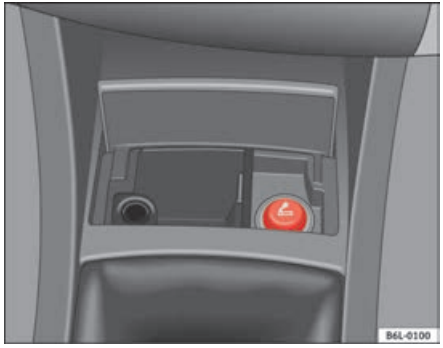

Fig. 86 Cigarette lighter
– Press on the cigarette lighter ⇒ fig. 86 to activate it ⇒ ⚠.